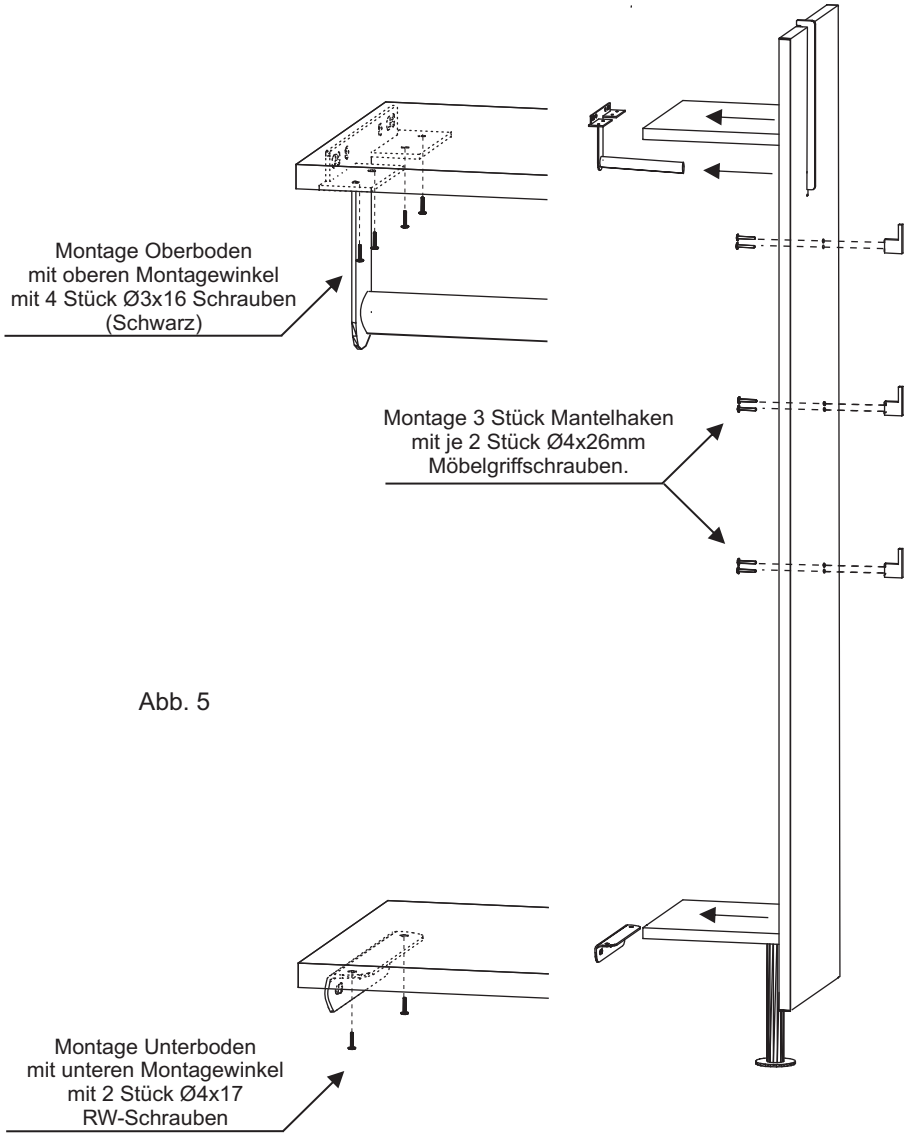

Abb. 5
10. Schieben Sie das zuvor montierte Paneel auf die Montagewinkel. (Abb.5)
11. Verschrauben Sie den oberen Boden mit den obenern Montagewinkel mit 4 Stück Ø3x16 Schrauben (Schwarz) sowie den unteren Boden mit 2 Stück Ø4x17 RW-Schrauben. (Abb. 5)
12. Zum Schluss montieren Sie die 3 Mantelhaken mit je zwei Ø4x26mm Möbelgriffschrauben. (Abb. 5)